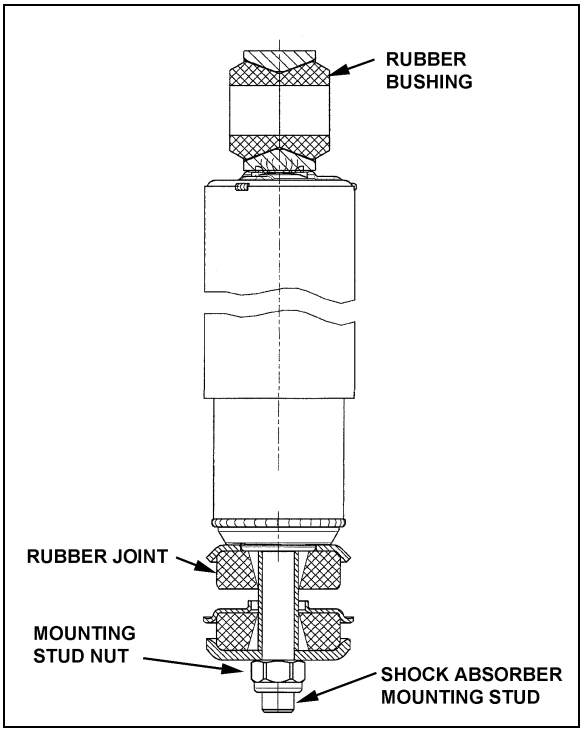

FIGURE 19: SHOCK ABSORBER 16112
5. Install the shock absorber as shown in Figure 19 with the mounting stud protruding through the hole in the mounting bracket and the shock absorber eyes over the mounting pins. Install the outer washer.